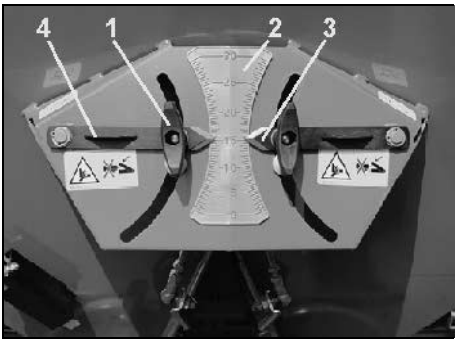

Rys. 24
- Poluzować nakrętki motylkową (Rys. 24/1).
- Na skali (Rys. 24/2) odszukać wartość nastawy zasuwy pobraną z tabeli wysiewu względnie ustaloną na podstawie próby kręconej.
- Obie dźwignie ustawiające (Rys. 24/4) ustawić na krawędzi odczytu (Rys. 24/3).
- Dociągnąć nakrętki motylkowe (Rys. 24/1).